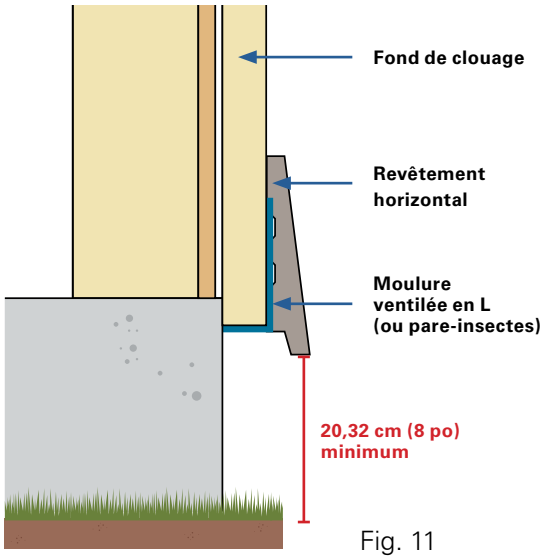

Fig. 11
- Le revêtement en bois doit être installé à un minimum de 20,32 cm (8 po) au-dessus du sol pour le protéger du sol humide, de la pluie et de l'humidité. *(Voir la figure 11)*